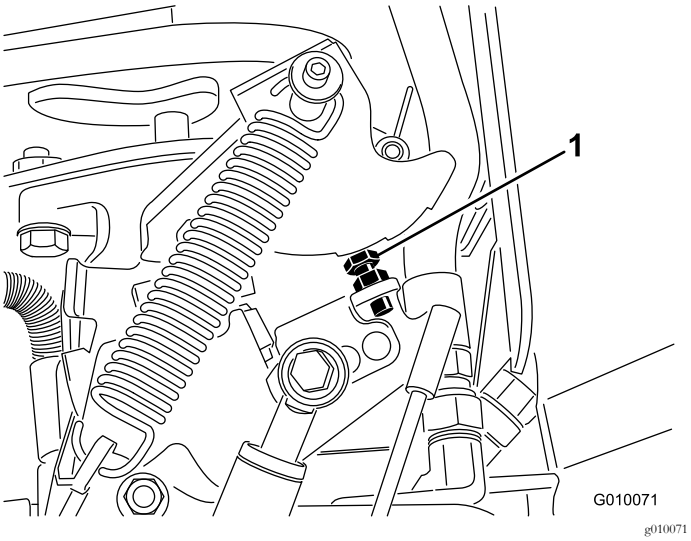

Figuur 66
6. Indien de insteekafstand moet worden ingesteld, moet u de aanslagbout van de pomp (Figuur 66) dichter naar de aanslagplaat draaien om de insteekafstand te verminderen of de aanslagbout van de aanslagplaat af draaien om de insteekafstand te vergroten.